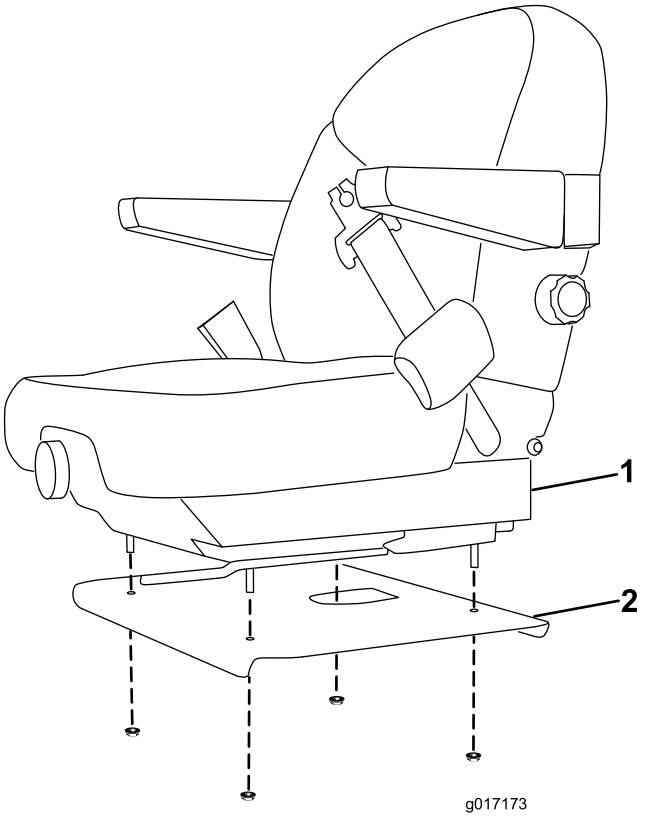

Figur 3
7. Fjern fastgørelsesanordningerne, der fastgør sædet til sædesoklen (Figur 3). Fjern sædet.